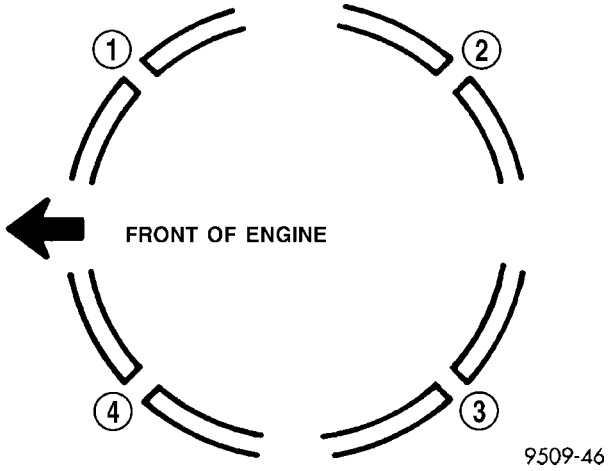

Fig. 74 Piston Ring End Gap Position
(4) Position piston ring end gaps as shown in (Fig. 74).
(5) Position oil ring expander gap at least 45° from the side rail gaps but **not** on the piston pin center or on the thrust direction. Staggering ring gap is important for oil control.